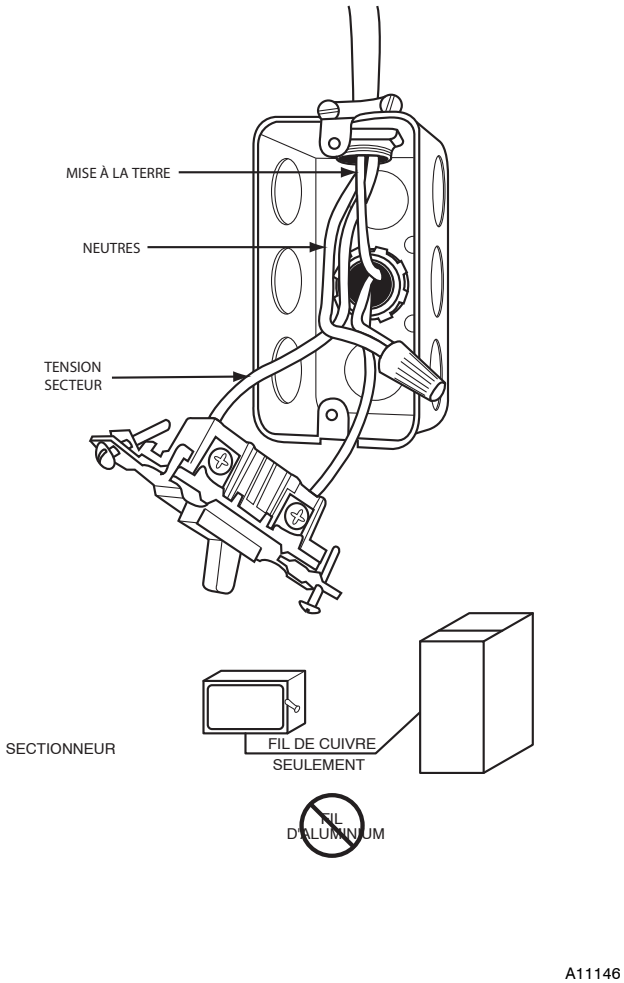

Fig. 33 - Coffret électrique fourni sur place sur le caisson de chaudière
Ne branchez pas de fil d'aluminium entre le disjoncteur et la chaudière. Utilisez uniquement du fil de cuivre. Consultez la fig. 33.
1. Fixez un coffret électrique externe fourni sur place sur l'extérieur du caisson en vissant deux vis fournies sur place depuis l'intérieur du coffret électrique dans le caisson. Consultez la fig. 33.
conformément à la fig. 33. Utilisez les meilleures pratiques (NEC aux États-Unis pour les traversées de câbles, serre-fils, etc., CANADA : Code canadien de l'électricité (norme CSA C22.1)